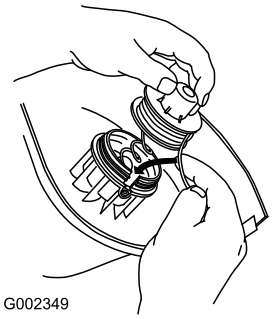

Figuur 15
1. Steek de spoel in de snijkop en de draad in het ringetje terwijl u de draad en de spoel vasthoudt (Figuur 15).